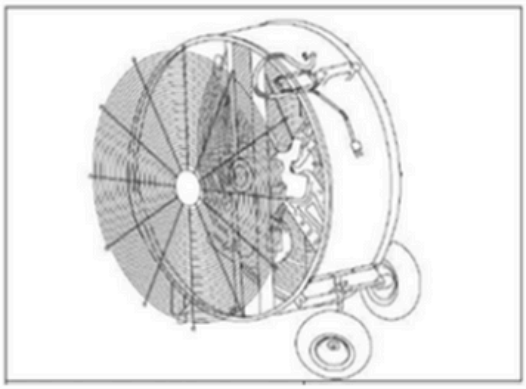

Figura 2
1.Quite los tornillos de la protección trasera y de la rueda de inclinación (figura 2).